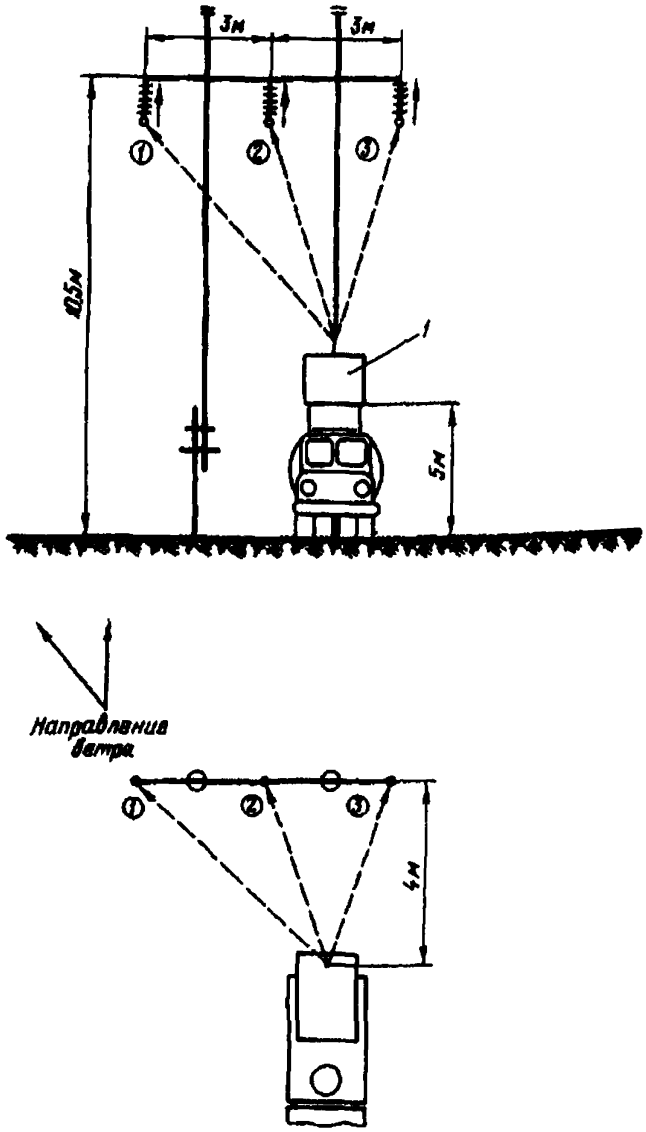

Рис.2. Очередность обмыва изоляторов ВЛ 35 кВ на деревянной опоре:
4.7. Схема расположения автоцистерны при обмыве изоляции ВЛ на напряжение до 110 кВ очередность и направление обмыва гирлянд изоляторов на промежуточной опоре показаны на рис.2.